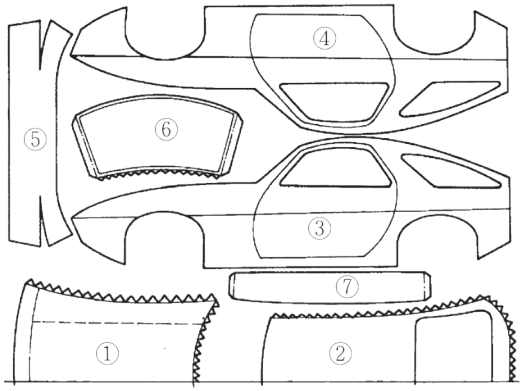
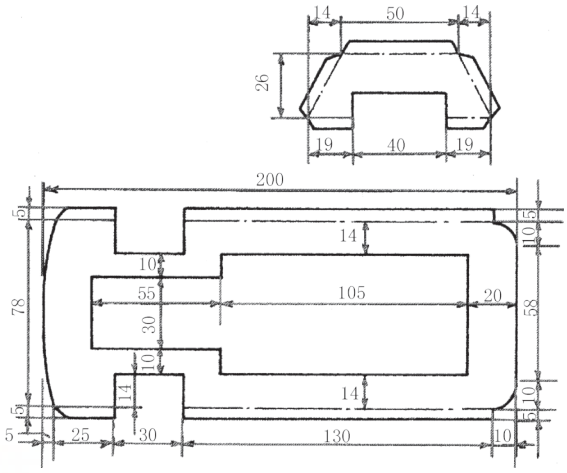
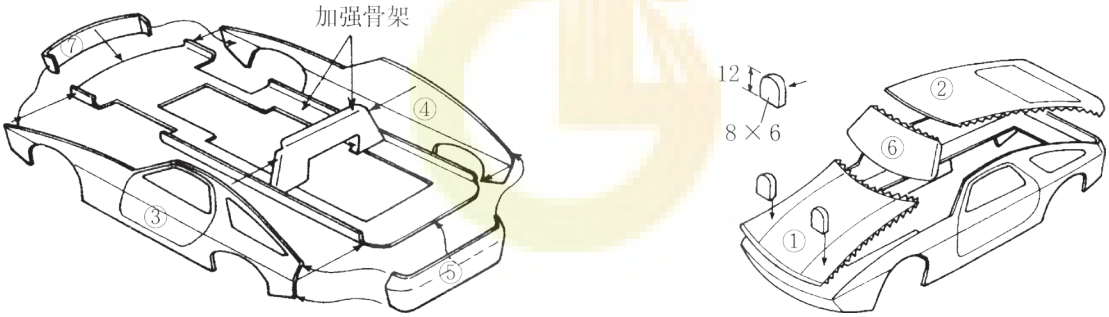
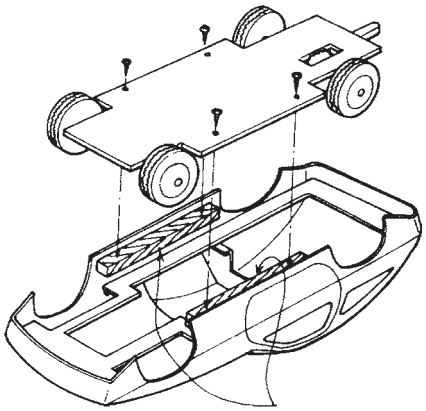

图8　汽车模型外壳部件
图9　外壳加强骨架
图10　外壳和加强骨架组装
图11　外壳和底板组装
3. 汽车模型外壳（图8）是壳型结构，为了减轻车身的自重和方便加工，汽车模型外壳可采用厚卡纸（画报纸或挂历纸）制作，而在关键部位粘贴加强骨架来增加其强度，如图9、图10、图11所示。图8汽车外壳的尺寸数据需要和图9、图10加强骨架的尺寸数据配合。图9、图10已经给出了数据，图8的数据就由同学们自己计算和设计。